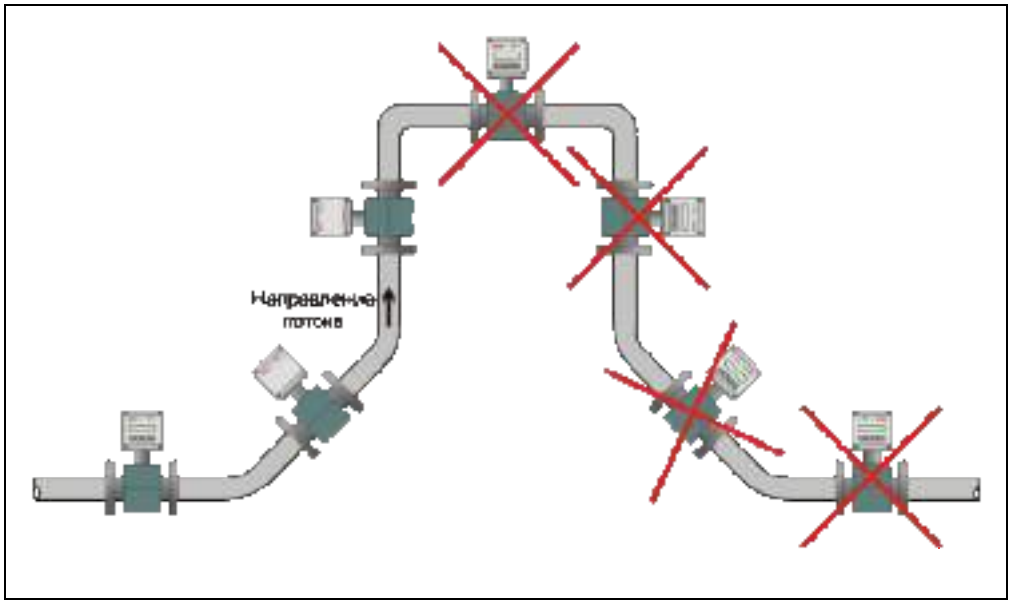
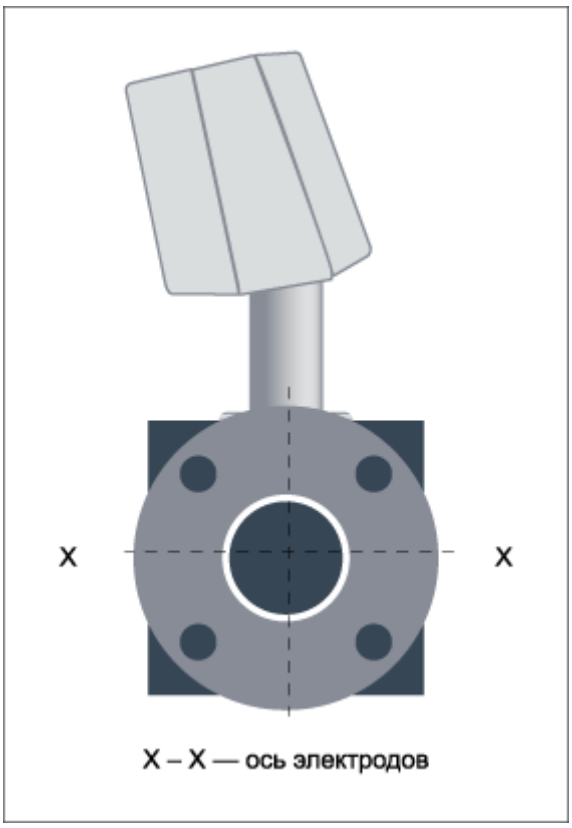

Рисунок 3 — Варианты установки первичного преобразователя (датчика) расхода
Рисунок 4— Ориентация первичного преобразователя (датчика) расхода относительно продольной оси
- датчики расхода ПРЭ следует монтировать на трубопровод: горизонтальный, вертикальный или наклонный (но только на восходящем участке) при условии, что весь объём трубы первичного преобразователя в рабочих условиях заполнен измеряемой средой (рисунок 3), а линия электродов первичного преобразователя горизонтальна (рисунок 4);